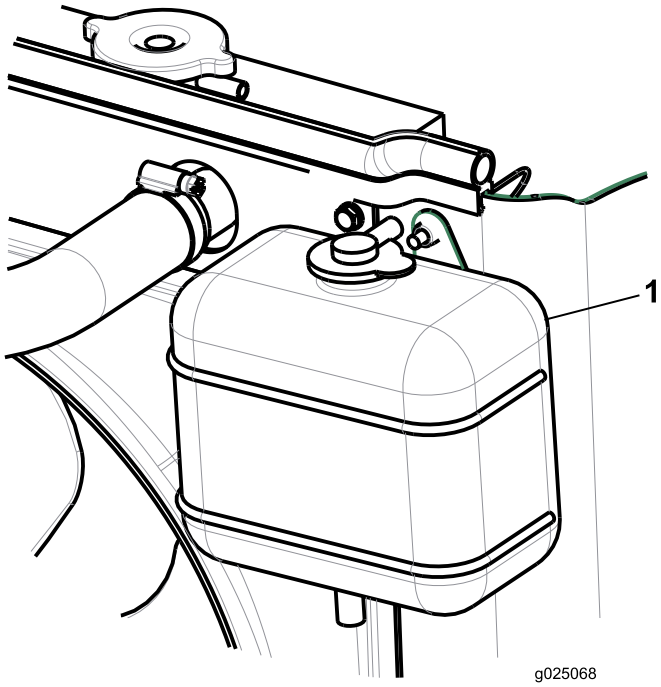

Figura 23
2. Verifique o nível de líquido de arrefecimento do depósito secundário (Figura 23).